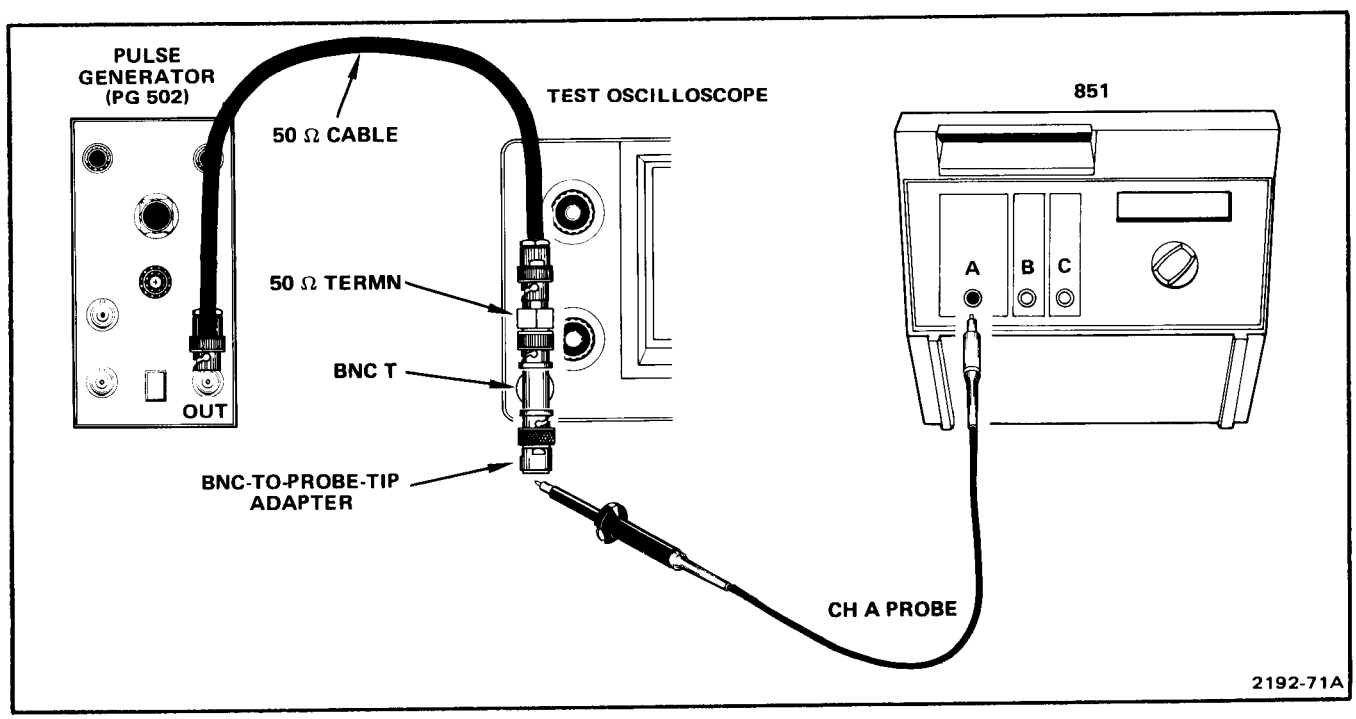

Fig. 3-7. Test equipment setup for + and − PEAK check (40 Hz).
c. Connect test equipment as shown in Fig. 3-7.